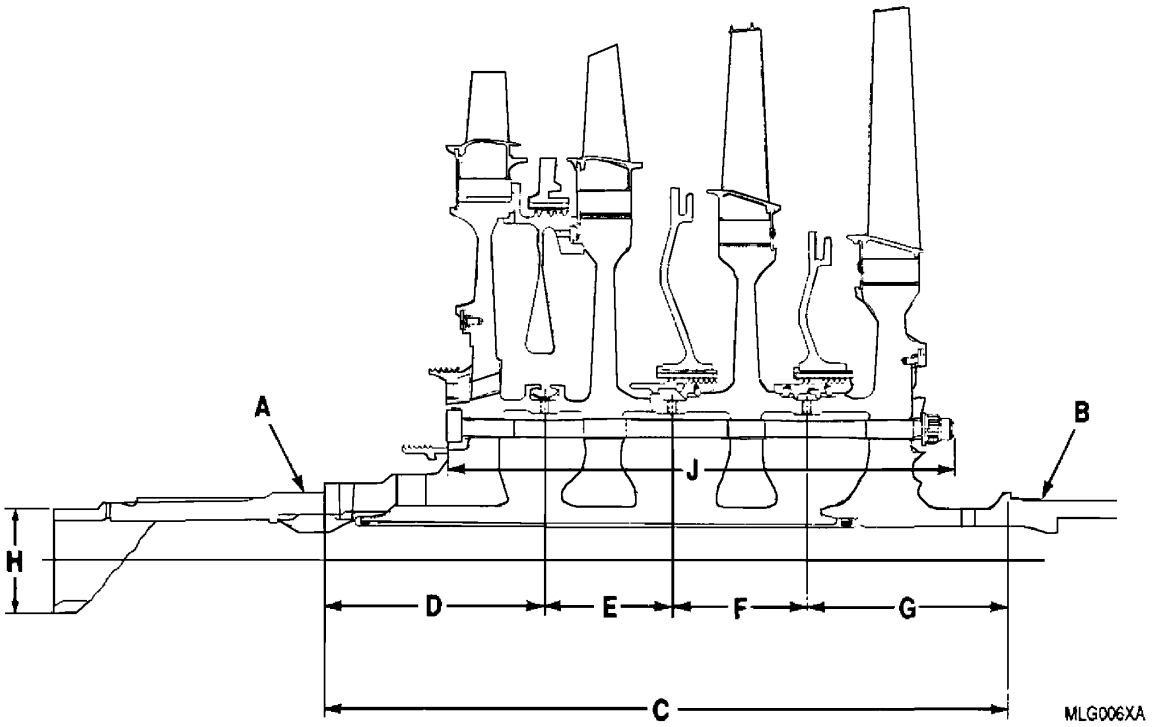

Figure 1. Turbine Rotor Measurement Locations
2. This work package (WP) provides the instructions for assembly and balancing of the turbine rotor assembly used on the T56−A−427 turboprop engine.
d. Ensure curvic to curvic or curvic to hub dimensions of individual turbine wheels (Dimension D, E, F, and G, figure 1) are marked on parts.